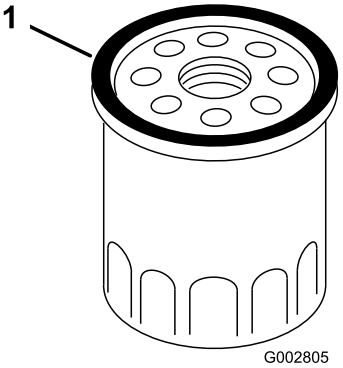

Рисунок 25
7. Нанесите пальцем на прокладку нового фильтра слой чистого моторного масла (Рисунок 25).